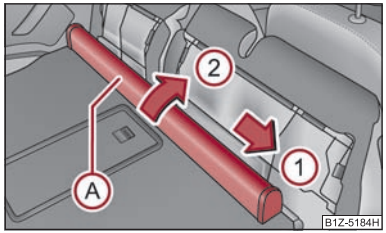

Fig. 64 Sièges AR: Boîtier du filet de séparation
– Poussez le boîtier du filet de séparation (A) ⇒ fig. 64 en direction de la flèche (1) et sortez-le de l'appui des sièges arrière dans le sens de la flèche (2).